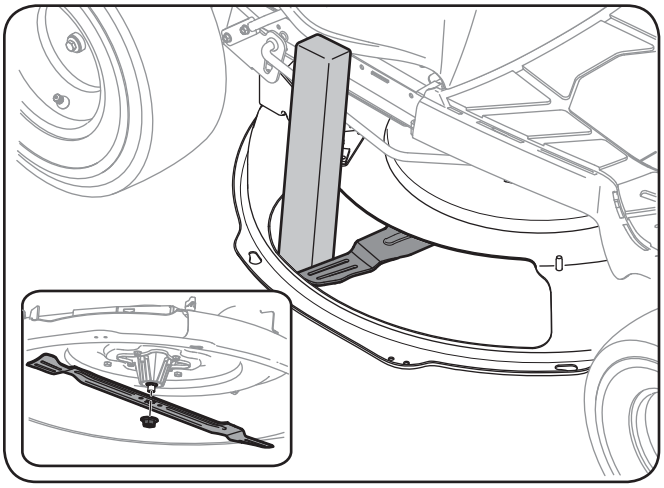

Figure 7-7
2. Insérez une cale en bois ou un morceau de poutre de 2 x 4 po dans l'ouverture du plateau de coupe et faites tourner la lame jusqu'à ce que la cale se coince entre l'ouverture du plateau de coupe et la lame, comme à la Fig. 7-7.
3. Retirer l'écrou à bride à six pans qui maintient la lame. Voir la Figure 7-7.